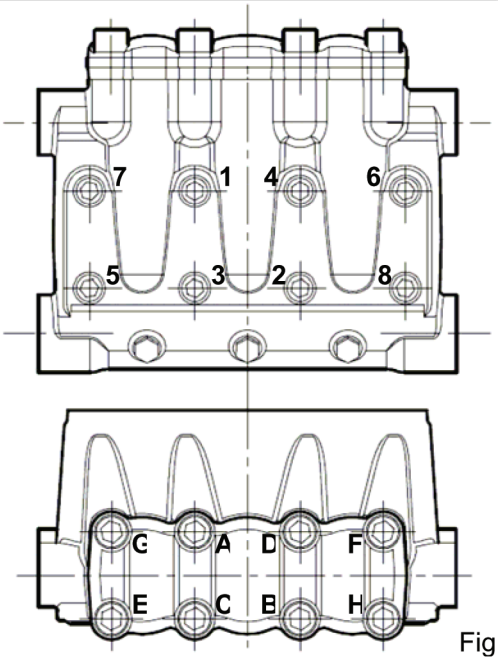

Fig. 30
** The head fastening screws, exploded view position 39 from the Owner's Manual, must be tightened using a torque wrench, lubricating the threaded stem and respecting the order of the scheme in fig. 30.
*** the valve cover screws, exploded position 41 from the Owner's Manual, must be fastened using a torque wrench, lubricating the threaded stem and respecting the order of the scheme in fig. 30.